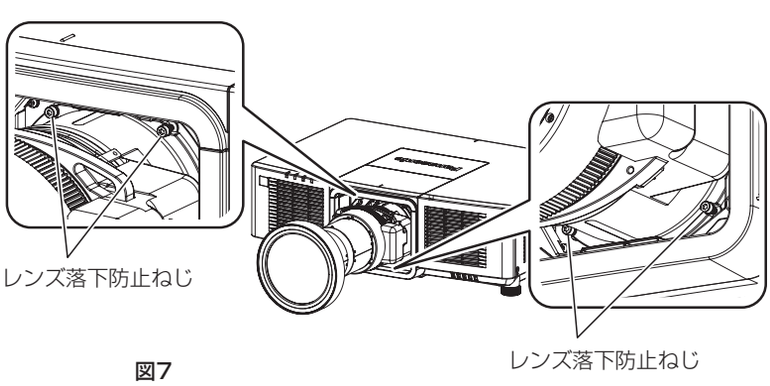

図7
- ズームレンズ（品番：ET-EMU100）を取り付ける場合は、投写レンズの周囲にあるねじ穴（4 か所）に、ズームレンズ（品番：ET-EMU100）に付属の六角ボールポイントドライバーで固定してください。（図 7）